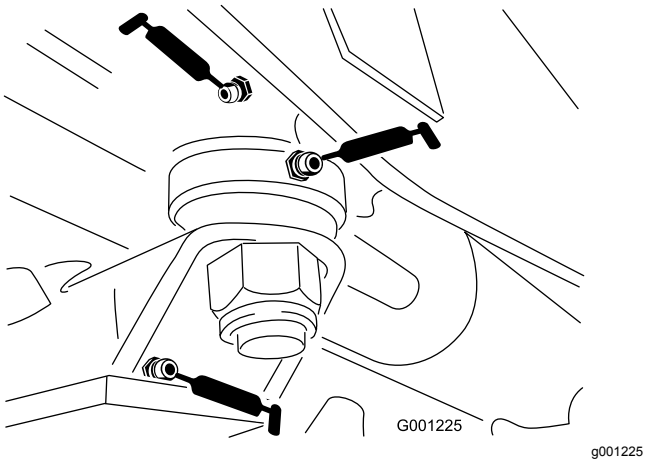

Figur 41
- Styrplattans bussningar (Figur 41)
- Axelstiftets bussning (Figur 41)